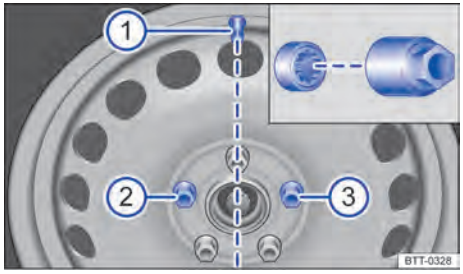

**Fig. 203** Cambio de rueda: válvula del neumático ① y lugares de montaje del tornillo de rueda antirrobo ② o ③.
2. Introduzca el adaptador en el tornillo antirrobo hasta el tope → fig. 203.
3. Encaje la llave de rueda en el adaptador hasta el tope → fig. 203.
En las ruedas con tapacubos integrales, el tornillo de rueda antirrobo tiene que estar enroscado en la posición → fig. 203 ② o ③, tomando como referencia la posición de la válvula del neumático ①. De lo contrario, no se podrá montar el tapacubos.